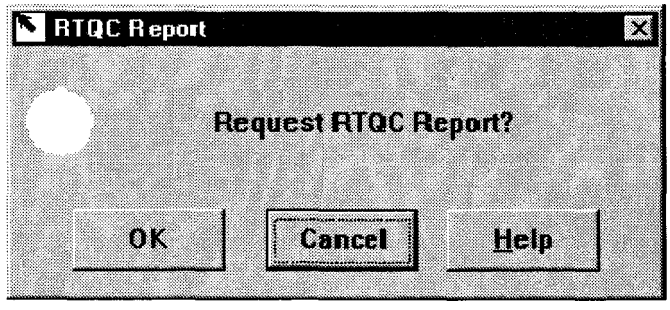

FIGURE 4-162. REQUEST RTQC REPORT DIALOG WINDOW
2. Observe the RTQC Report Dialog window (Figure 4-162).